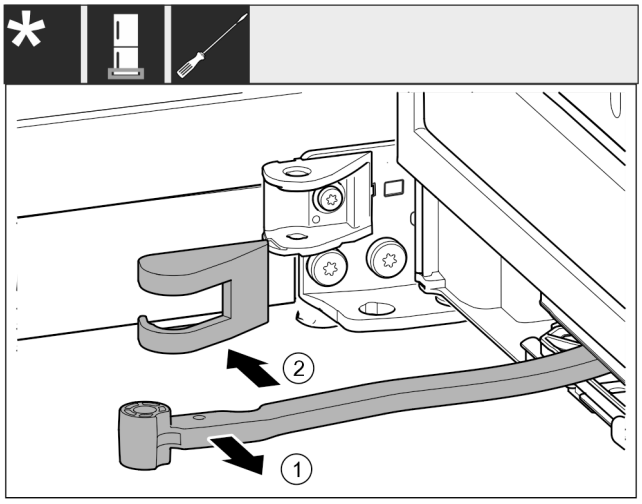

Fig. 16
▶ Scharnier *Fig. 16 (1)* in de richting van de deur draaien.
▶ Lagerbokafdekking *Fig. 16 (2)* verwijderen.